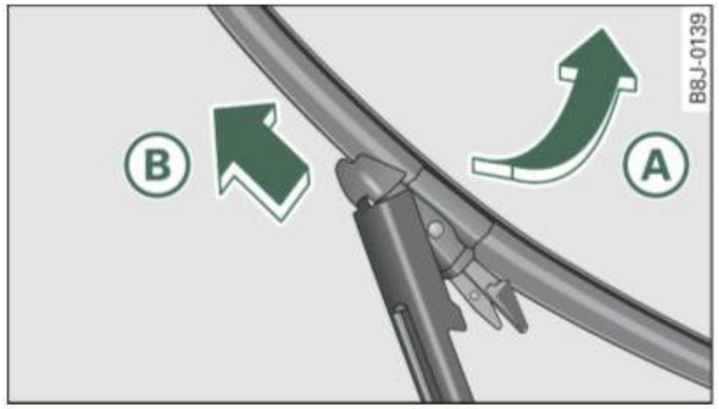

Fig. 64 Removing wiper blades
– Rotate the wiper blade in the direction of the arrow (A) ⇒ fig. 64 away from the wiper arm. ▶
– Lift the wiper blade off in the direction of the arrow (B).
– Place the rounded end of the wiper onto the end of the wiper arm in the **opposite** direction to the arrow (B) ⇒ *page 65,* fig. 64.
– Swing the wiper in the **opposite** direction to the arrow (A) onto the wiper arm.